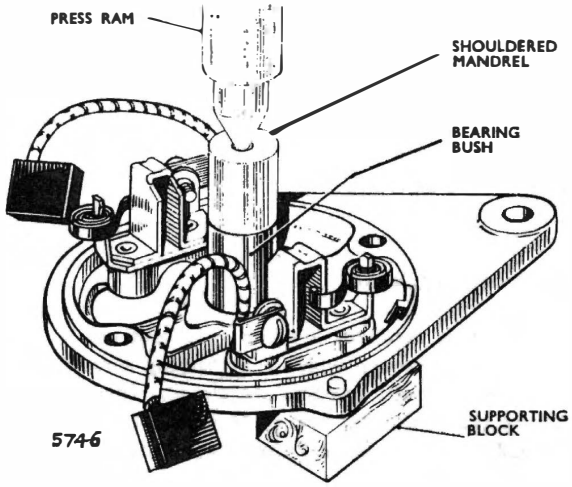

Fig. 11. *Fitting bearing bush to commutator end bracket*
3. Insert the felt ring and its retainer into the bearing housing, then press a new bearing bush into the end bracket until the visible end of the bush is flush with the inner face of the bracket. To facilitate this operation, use a shouldered mandrel having a highly polished pilot end of the same diameter as the shaft to be carried by the bush (see Fig. 11).